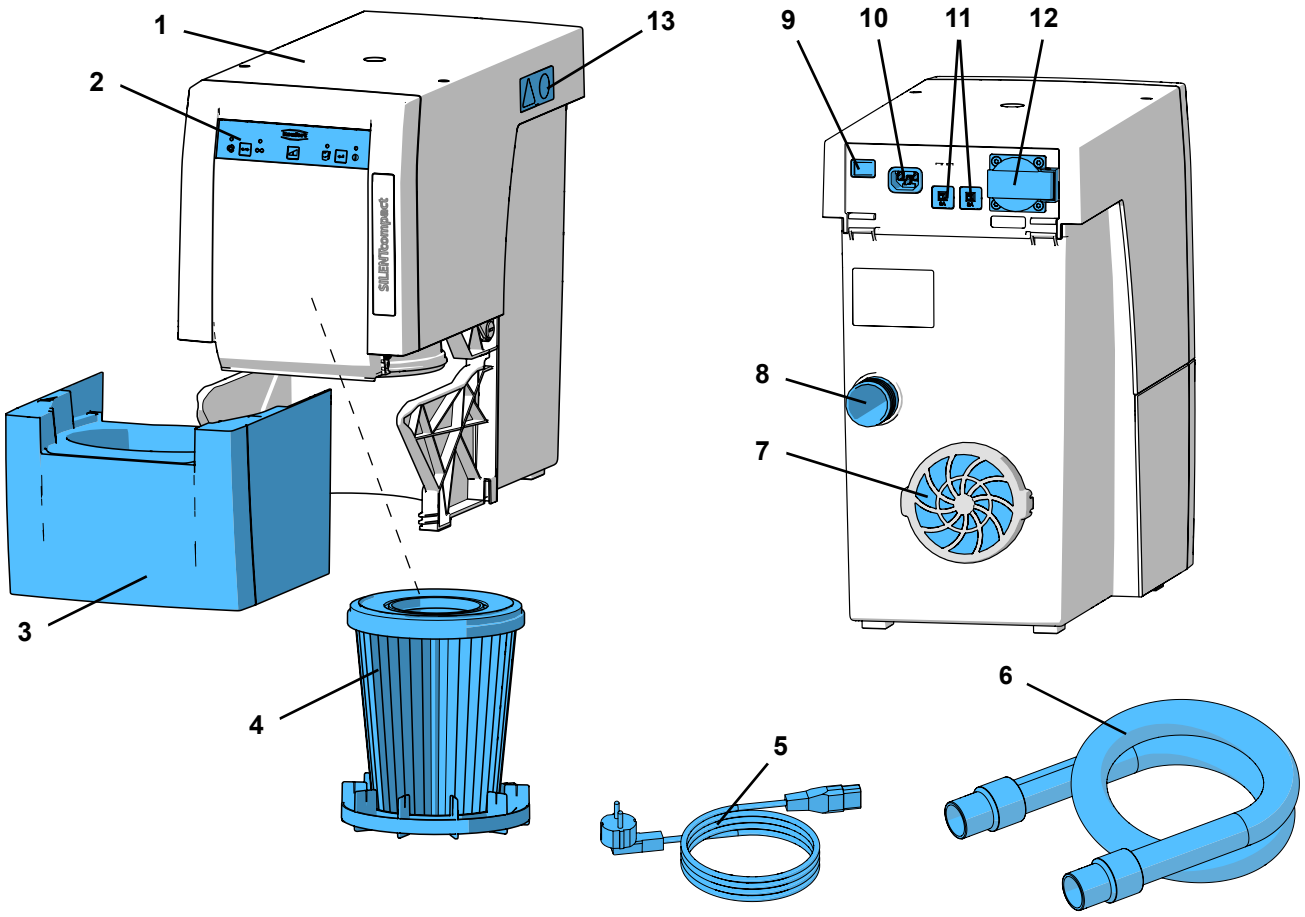

Fig. 1
- L'evacuazione dell'aria di scarico (7, Fig. 1) non sia ostacolata.
⇒ Collegare il cavo di alimentazione (5, Fig. 1) alla presa (10).
⇒ Inserire il tubo di aspirazione (6, Fig. 1) sul bocchettone di aspirazione (8).